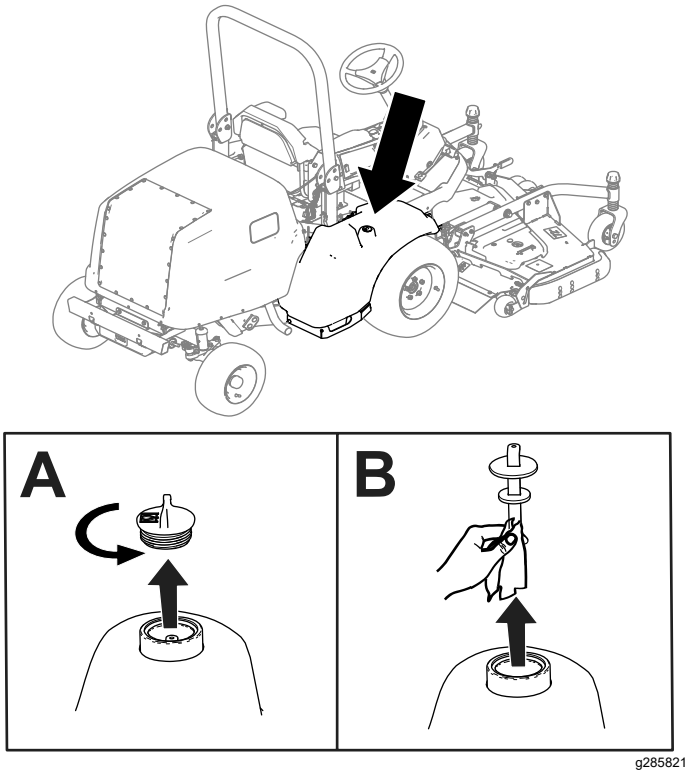

Figura 79
2. Rimuovete il tappo dal serbatoio idraulico (Figura 79).
3. Togliete l'asta di livello dal serbatoio idraulico e pulitela con un panno pulito (Figura 79).